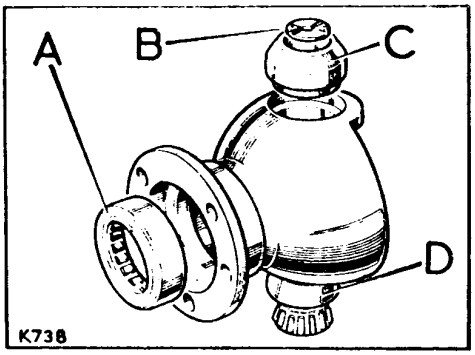

Fig. F1-45.- Casquillo y cojinetes de la caja del pivote.
1.5.- Ejerciendo presión sobre ellos se desmontará el casquillo, C (Fig. F1-45), y los cojinetes, si fuese preciso.